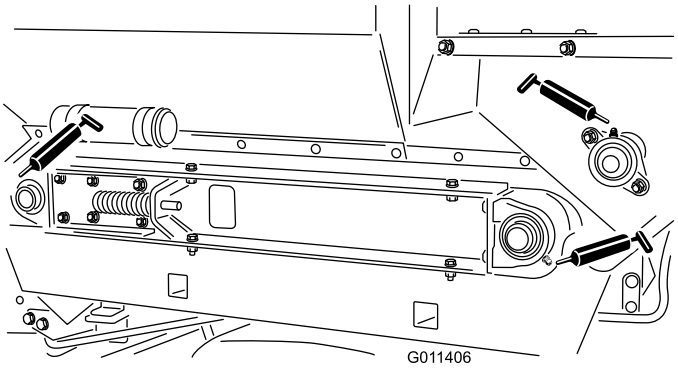

Figur 21
Smörjnipplarnas placering (Figur 21) och antal är följande: Rullarnas axellager (4) och borstaxellager (1).